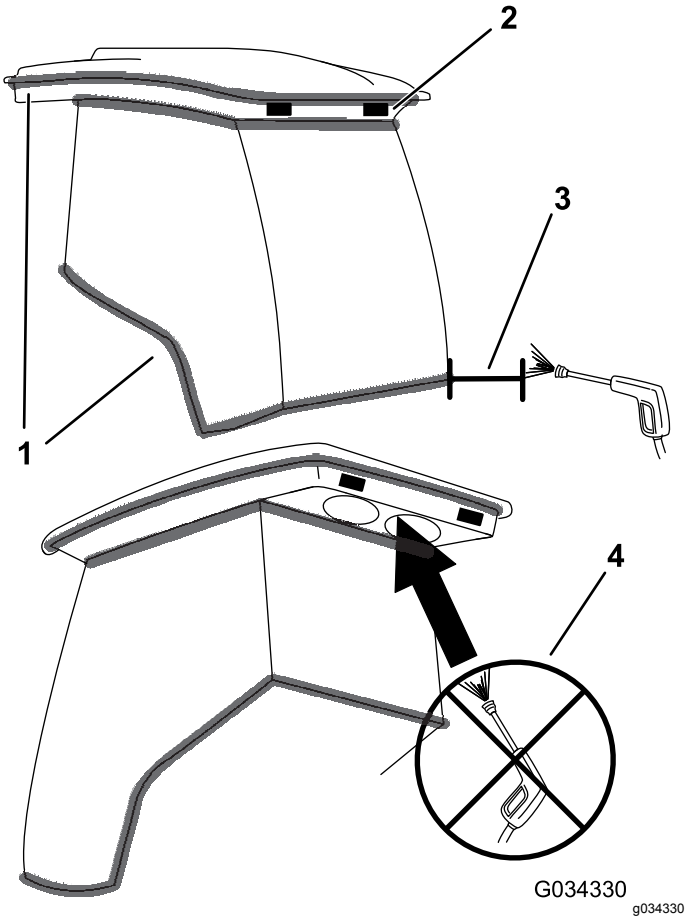

**Figur 116**
***Vigtigt:*** **Vær forsigtig omkring førerhusets forseglinger og lygter (Figur 116). Hvis du bruger en højtryksrenser, skal du holde højtryksrenserpistolen mindst 0,6 m væk fra maskinen. Brug ikke højtryksrenser direkte på førerhusets forseglinger og lys eller under bageste udhæng.**